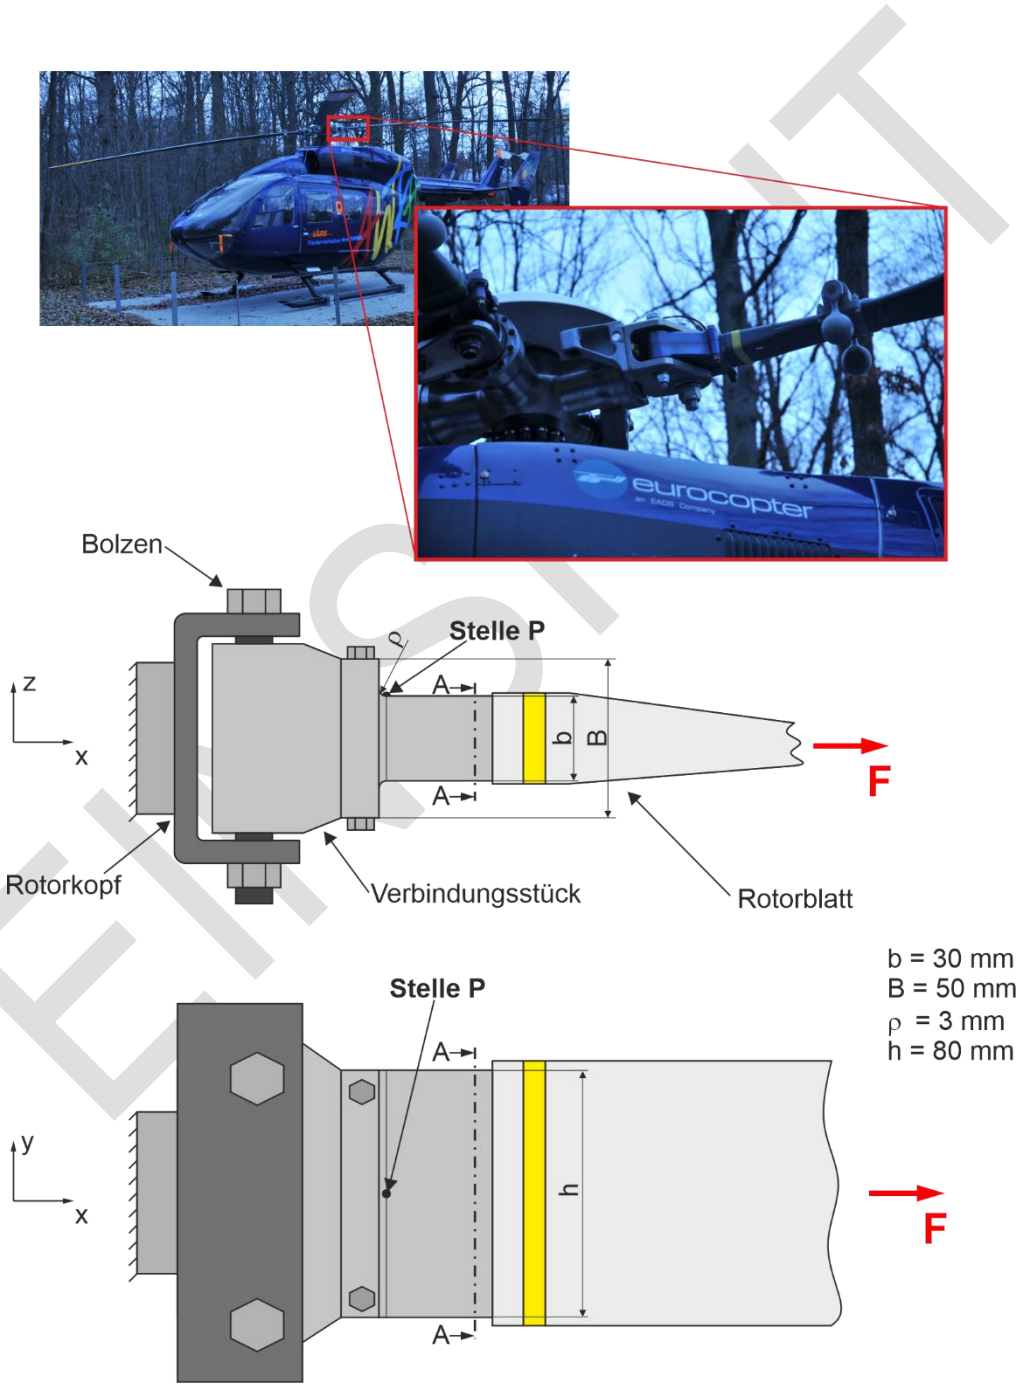

Bild 1.1: Helikopter.
Bei einem Helikopter kann die Anbindung der Rotorblätter an den Rotorkopf vereinfacht wie in Bild 1.1 dargestellt werden. Im Flug wird das Verbindungsstück zwischen Rotorkopf und Rotorblatt aufgrund der Fliehkräfte auf Zug beansprucht. Untersucht werden soll der Punkt P im Querschnittsübergang, auf der Oberseite des Verbindungsstückes mittig liegend. Das Verbindungselement sei aus dem duktilen Stahl **42CrMo4** gefertigt.
d) Wie in Bild 1.1 zu erkennen, ist das Verbindungsstück über 2 Bolzen mit dem Rotorkopf verbunden. Die Bolzen haben jeweils einen Durchmesser von d_{Bolzen} = 20 mm. Die Abscherfestigkeit des Bolzenwerkstoffes beträgt τ_{aB} = 650 MPa. Bei welcher Kraft F würde es zu einem Abscheren der beiden Bolzen kommen? **(3,0 P.)**